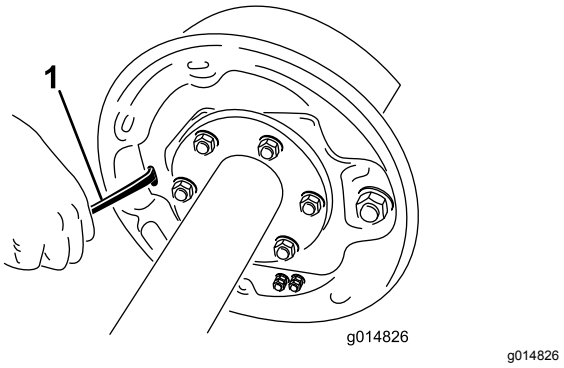

Figur 62
4. Vrid om stjärnhjulet på justeringsenheten med hjälp av en skruvmejsel för att expandera bromsskorna (Figur 62).